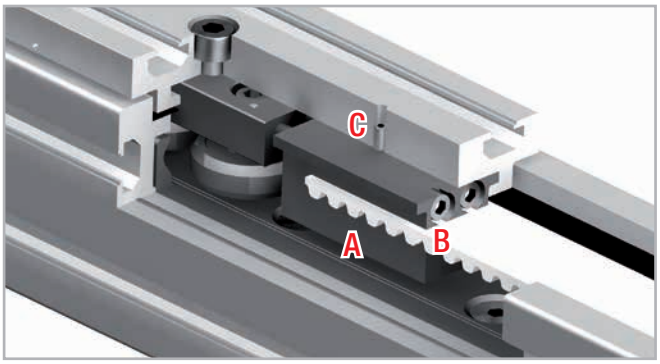

Abb. 51
1. Lösen Sie die Sicherungsschrauben C (oben auf der Läuferplatte) von der Riemenspannvorrichtung A (s. Abb. 51).